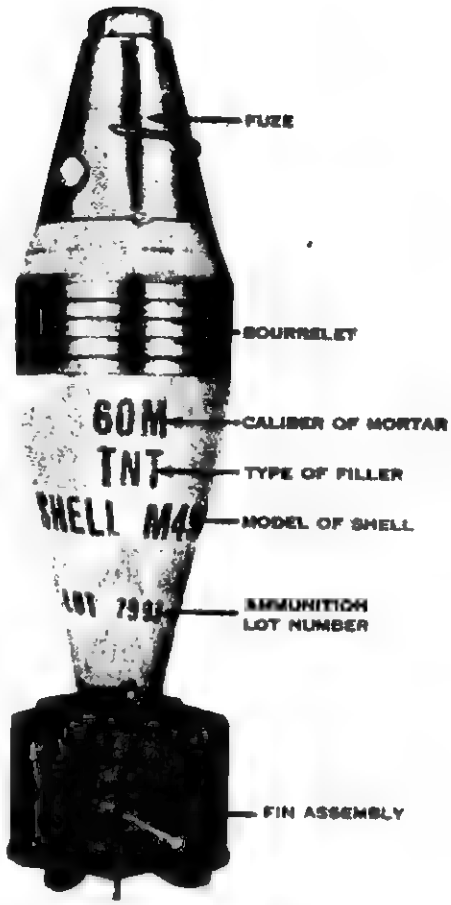

FIGURE 8. SHELL, HIGH EXPLOSIVE M49A2
High Explosive (HE), M49A2 (fig. 8).